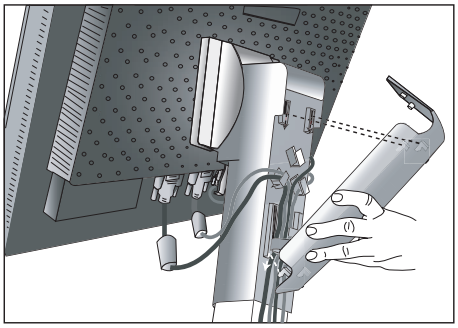
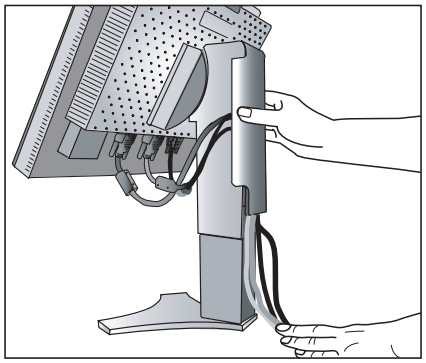

Figura D.1
Figura D.2
7. Sujete firmemente todos los cables y coloque la tapa de los cables sobre el soporte (**figura D.1**). Para quitar dicha tapa, levántela como se indica en la **figura D.2**.